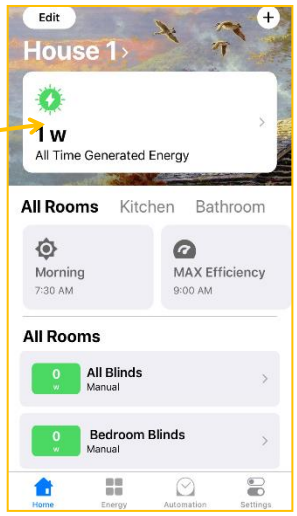

Figure 52
10.12.1. Click at **All Time Generated Energy** value *(Fig. 52)* or energy generation menu **Energy** *(Fig. 53)*.